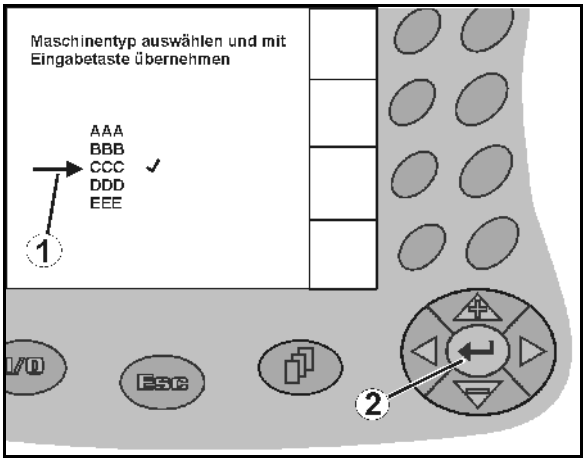

Fig. 14
1. / Position the selection arrow (Fig. 14/1).
2. Apply the selection (Fig. 14/2).